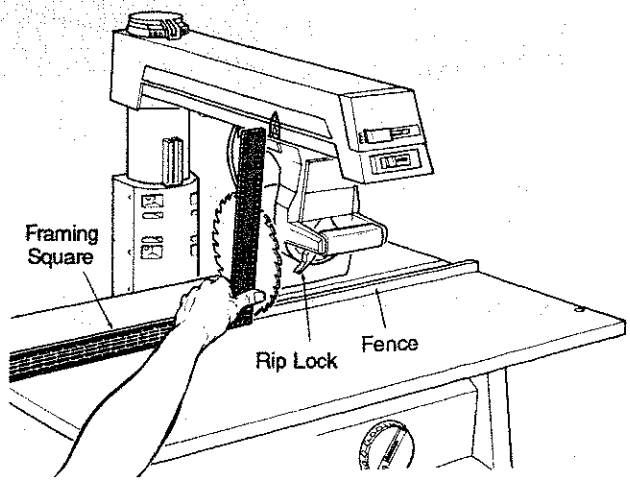

Fig. 56-A
7. **If** the square is flush with the *blade* after each rotation, no change is needed. (Figure 56-A) Go to the next section, **or**